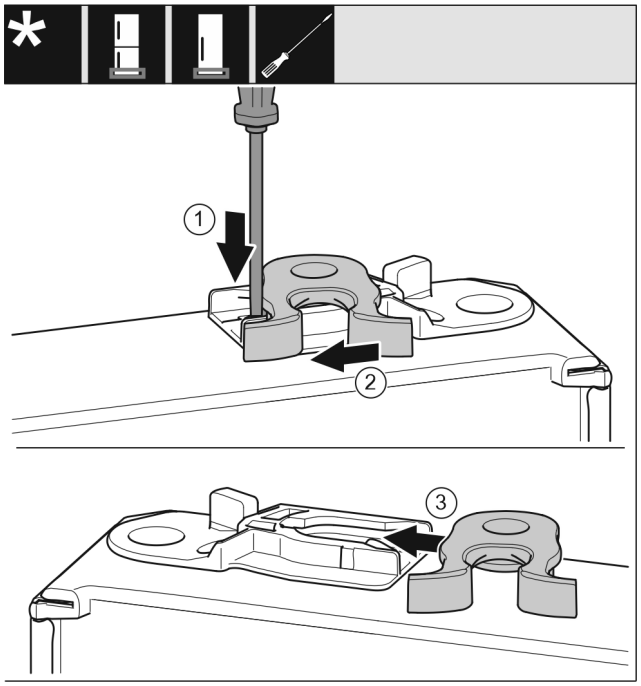

Fig. 51 *
- ▶ Apăsați în jos eclisa *Fig. 51 (1)* cu șurubelnița plată.*
- ▶ Trageți cârligul de închidere *Fig. 51 (2)* din ghidaj.*
- ▶ Împingeți pe partea opusă cârligul de închidere *Fig. 51 (3)* în ghidaj.*